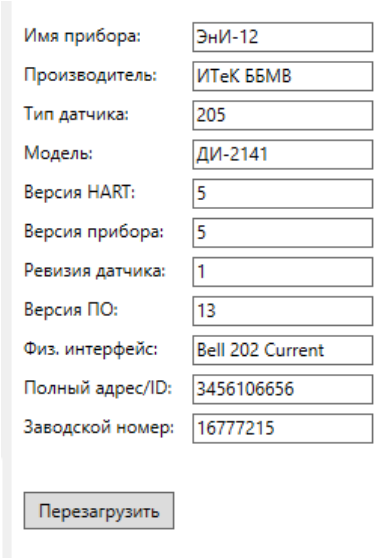

Рисунок 10 — Область информации о датчике
3.4.2 Область информации о датчике (см. рисунок 10) содержит информацию о датчике, записанную предприятием-изготовителем.